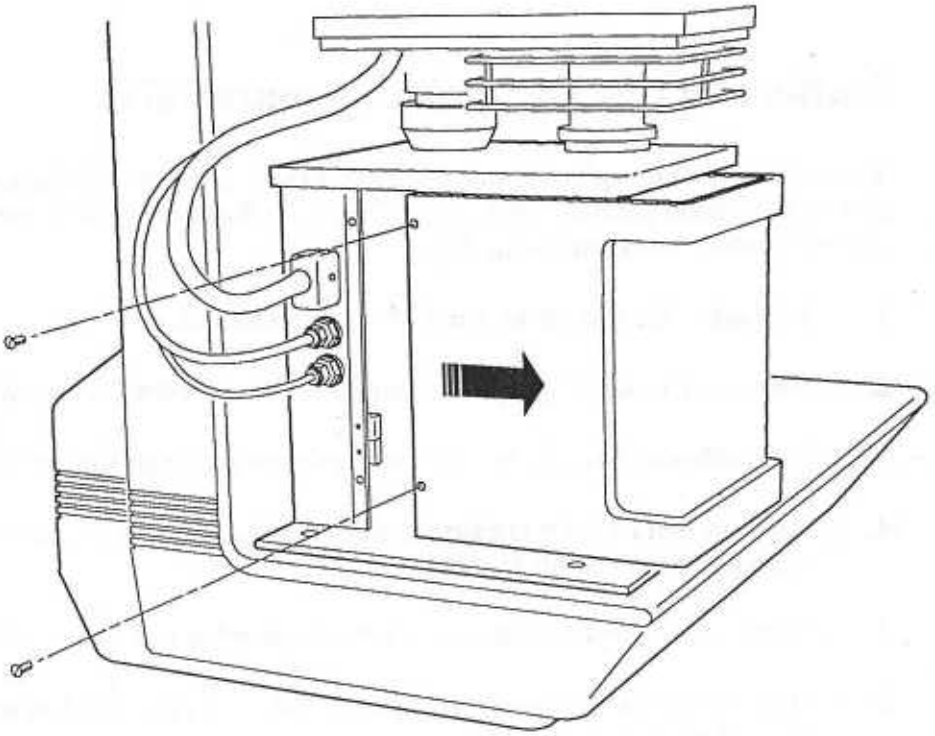

Bild 4
9. Drehen Sie die Befestigungschrauben der Gewichtekammerabdeckung heraus (Es befinden sich an der rechten und an der linken Seite jeweils zwei Schrauben; s. Abb. 4).
10. Ziehen Sie die Gewichtekammerabdeckung nach vorne hin heraus (s. Abb. 4).